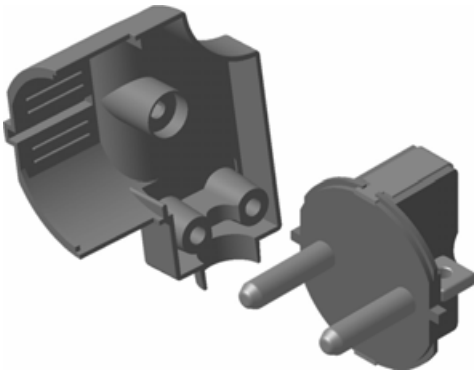

Рис. 7.35
- Нажмите кнопку **Повернуть компонент** и разверните **Крышку** так, как показано на рис. 7.35.